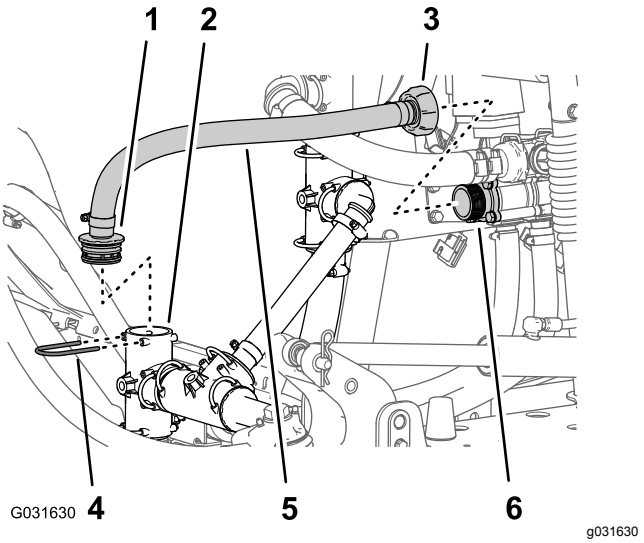

Figur 35
4. Ta bort hållaren som håller fast överströmningsslangens raka hullingförsedda koppling på T-kopplingen på sprutans pump (Figur 35).
5. Lossa adaptermuttern på överströmningsslangens innerände från överströmningsventilens adapterkoppling (Figur 35).
6. Ta bort slangen från maskinen (Figur 35).